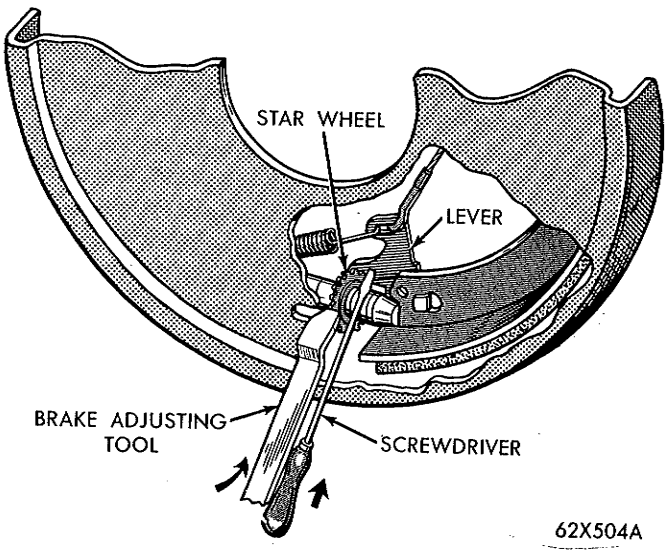

*Fig. 1—Adjusting the Brakes*
(1) Jack up vehicle so all wheels are free to turn.
(2) Remove rear adjusting hole cover from backing plate on all of brake supports of vehicle.
(3) Be sure parking brake lever is fully released, then back off parking brake cable adjustment so there is slack in cable.
(4) Insert adjusting tool C-3784, into star wheel of adjusting screw. Move handle of tool downward until a slight drag is felt when road wheel is rotated.
(5) Insert a thin screw driver into brake adjusting hole and push adjusting lever out of engagement with star wheel. **(Care should be taken so as not to bend adjusting lever** (Fig. 1), while holding adjusting lever out of engagement, back off star wheel 10 to 12 notches to insure a free wheel with no brake shoe drag.
(6) Repeat above adjustment at each wheel. The adjustment must be equal at all wheels. Install adjusting hole covers in brake supports.